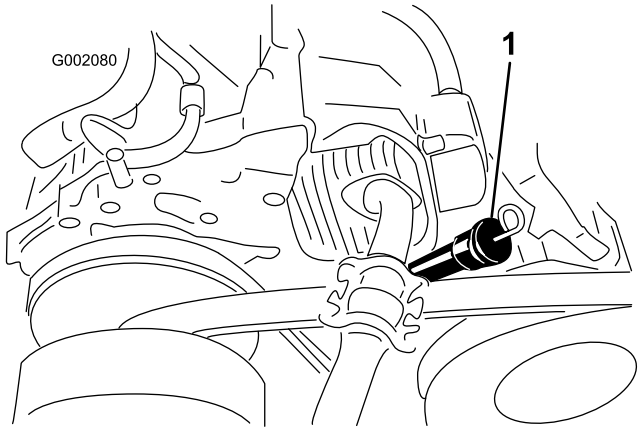

Figur 18
3. Använd en trasa och gör rent runt påfyllningspipen (Figur 18) så att smuts inte kan ramla ner i pipen och skada motorn.
4. Ta bort oljestickan och torka av änden (Figur 18).
5. Stick ned oljestickan helt i påfyllningspipen och se till att den sitter fast ordentligt (Figur 18).
8. Sätt ned oljestickan så att den sitter ordentligt (Figur 18).